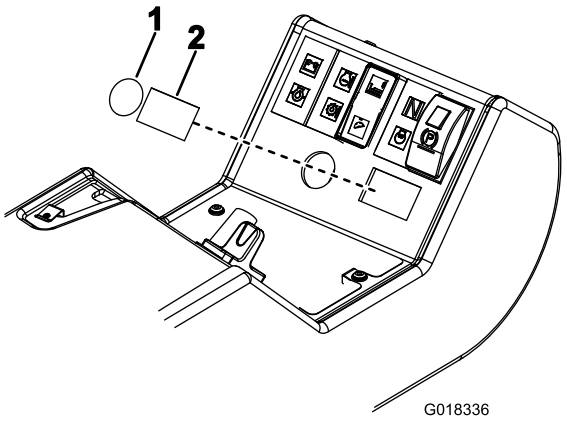

Figur 17
8. Ta bort den runda blindpluggen och den rektangulära blindpluggen bredvid på kontrollpanelen (Figur 17).